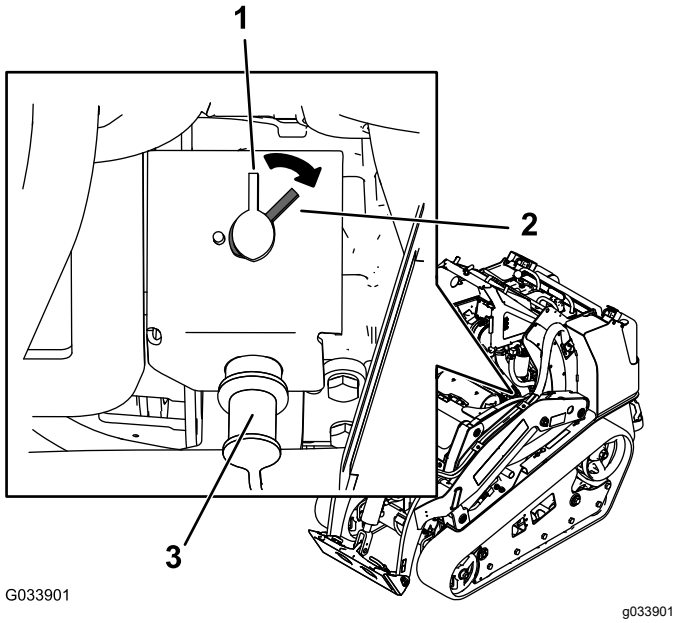

**Rysunek 48**
- Aby włączyć zasilanie elektryczne maszyny, przekręć odłącznik akumulatora w prawo do pozycji ON (Rysunek 48).
- Aby odłączyć zasilanie elektryczne maszyny, przekręć odłącznik akumulatora w lewo do pozycji OFF (Rysunek 48).